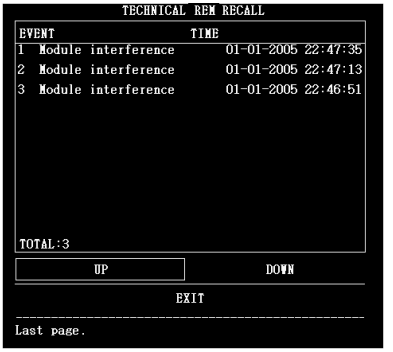

Figura 3.20 Richiamo spia tecnica
3) Ruotare il selettore a manopola per accedere a **Richiamo spia** tecnica. È possibile rivedere la **Spia** tecnica, ad es. gli errori di comunicazione del modulo. Lo schema viene mostrato come in **Figura 3.20**